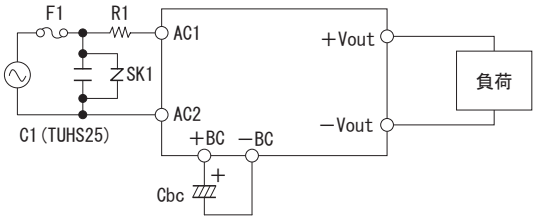

図2.1（a）標準接続方法（AC入力，DC入力）
■TUHSシリーズを使用するためには、図2.1（a），（b）の接続と表2.1の外付部品が必要です。